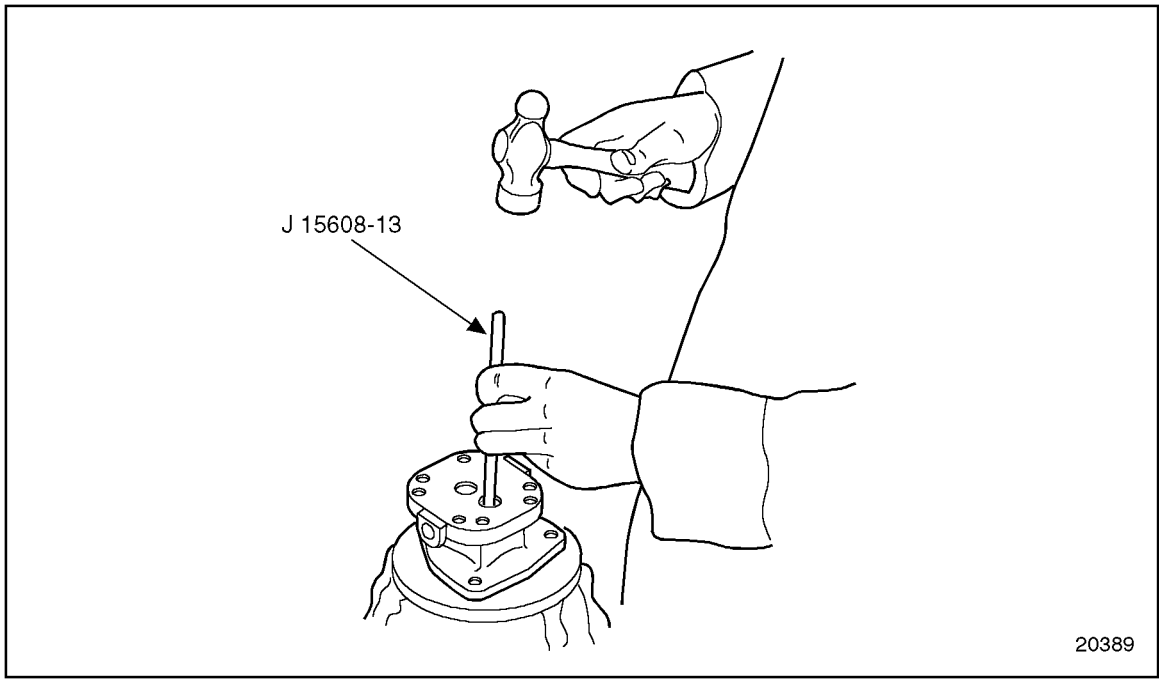

Figure 2-49 Oil Seal Removal
15. Position pump on fixture, J 38767-1, and insert lip of seal remover, J 1508-13, between the inner and outer oil seals. Tap the tool with a light hammer to drive the outer seal out of the pump body. See Figure 2-49. Discard the seal.